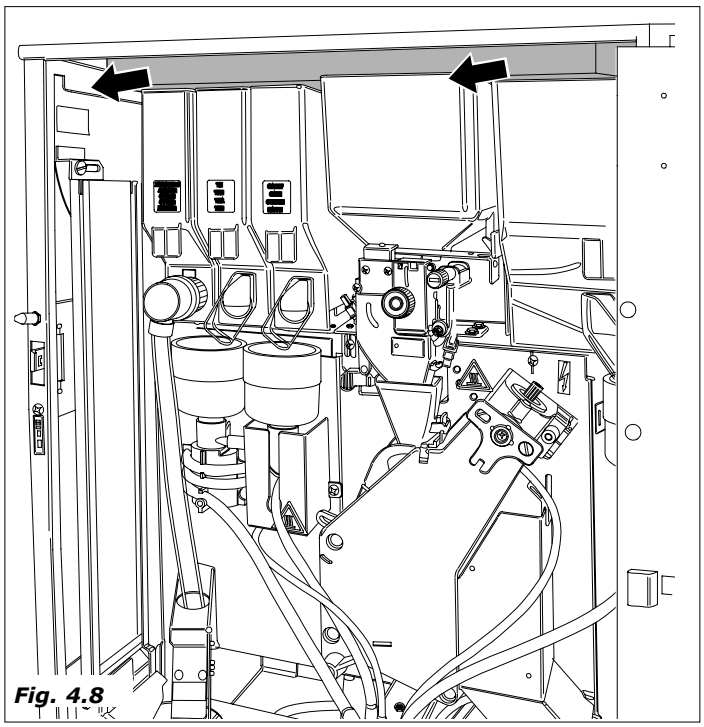

Fig. 4.8
– tirar o polistirolo que bloqueia os recipientes produtos *(Fig.4.8)*